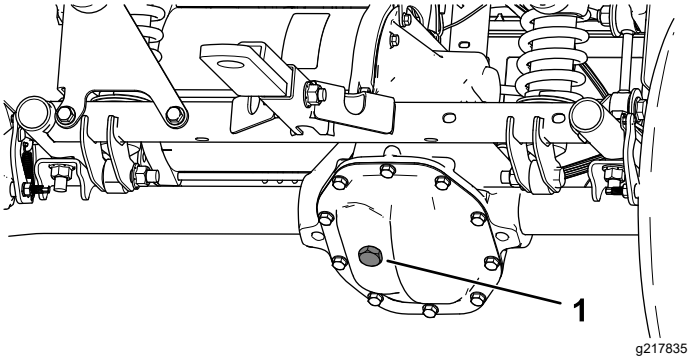

Figuur 52
4. Verwijder de vulplug op de transaxle (Figuur 52).
5. Als het vloeistofpeil te laag is, verwijder dan de vulplug en vul bij met de aanbevolen vloeistof tot deze uit de opening stroomt (Figuur 52).
4. Verwijder de vulplug op de transaxle en vul de transaxle met de aanbevolen vloeistof tot deze uit het gat loopt (Figuur 52).